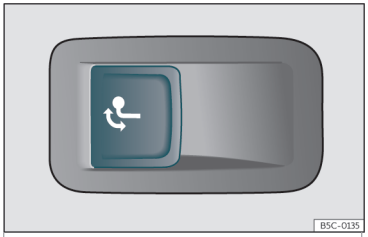

Fig. 179 On the left side of the luggage compartment: button for unlocking the tow hook.
- Pull the››› Fig. 179 button briefly. The tow hook unlocks electrically and automatically turns outwards. The button's control lamp flashes.
- Pull the››› Fig. 179 button briefly. The tow hook unlocks electrically.
- If the warning light on the button ››› Fig. 179 *flashes*, this means that the tow hook has not been attached properly or is damaged.››› ⚠
- If the warning lamp››› Fig. 179 *remains on* with the rear lid open, the tow hook is correctly in place both when extracted and when covered.
- **Never press the››› Fig. 179 button when there is a trailer hooked to the vehicle or when a carrier system or other accessories are mounted on the tow hook.**